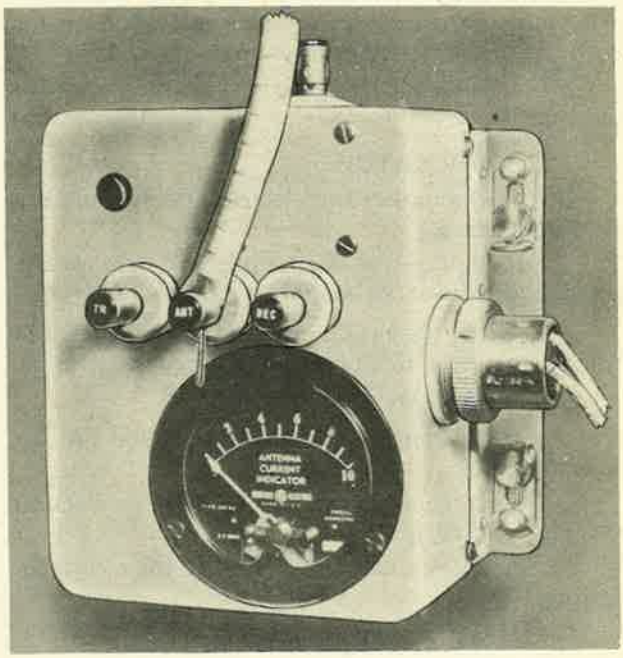

Figure 487—SCR-274-N Antenna Relay Unit
6. ANTENNA RELAY UNIT BC-442-( ).— The antenna relay unit (figure 487) is fastened on the fuselage roof above the radio operator's seat. This unit contains an antenna current indicator, a receptacle for the cable leading to the transmitter rack, three binding posts which are for the transmitter, the receiver, and the antenna respectively, and a "LOCAL-REMOTE SWITCH" (on some installations). This switch should be left in the "LOCAL" position as the "REMOTE" position is not used in this installation.